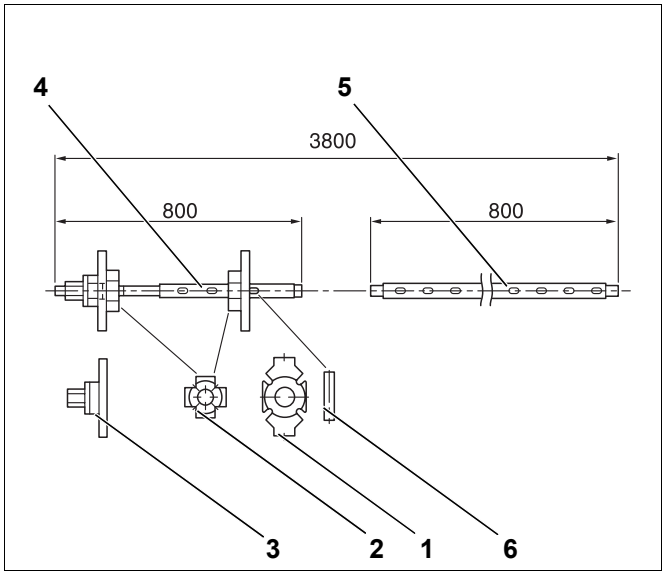

Rys. 2 Ściągi kotłowe wielkość 2.3 (wymiary w mm)
– Ściągi kotłowe 2.3 (rys. 2, strona 10)